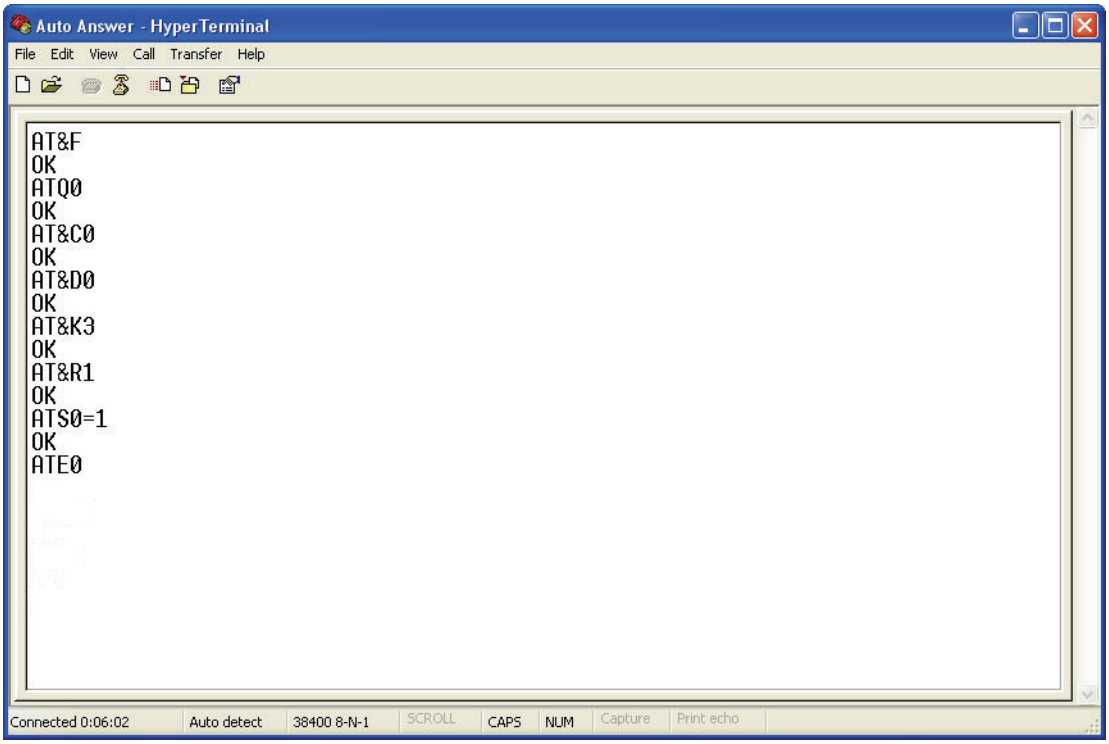

Figure 2-5. Programming a US Robotics Modem To Auto Answer for *i*Port
4. Issue the following commands (Table 2-3) one at a time. The modem responds OK (Figure 2-5).
3. Issue the following commands shown in Table 2-4 one at a time. The modem responds OK. See Figure 2-5 for similar type of display.
3. Issue the following commands (Table 2-5) one at a time. The modem responds OK. See Figure 2-5 for similar type of display.